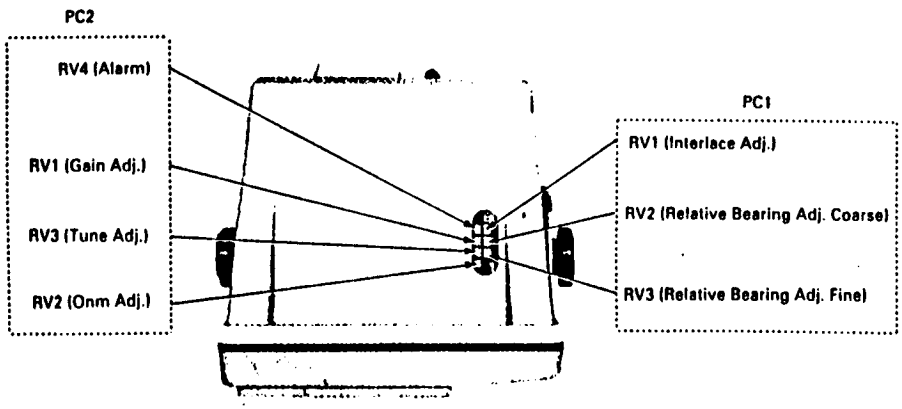

FIG. 2-10 SETUP ADJUSTMENT LOCATIONS
2.4.4 0 nm (Zero nm) Adjustment (see Fig. 2-10.)